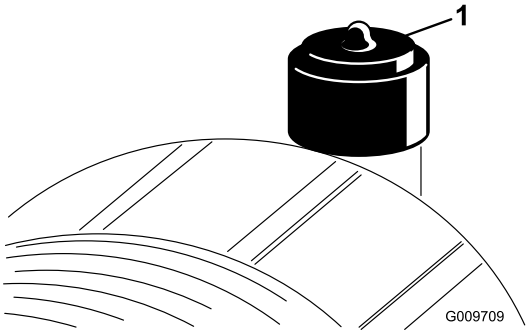

Bild 50
Warten Sie den Luftfilter nur, wenn die Wartungsanzeige dies angibt (Bild 50). Das frühzeitige Auswechseln des Luftfilters erhöht nur die Gefahr, dass Schmutz in den Motor gelangt, wenn Sie den Filter entfernen.
6. Stellen Sie die Anzeige (Bild 50) zurück, wenn sie auf Rot steht.